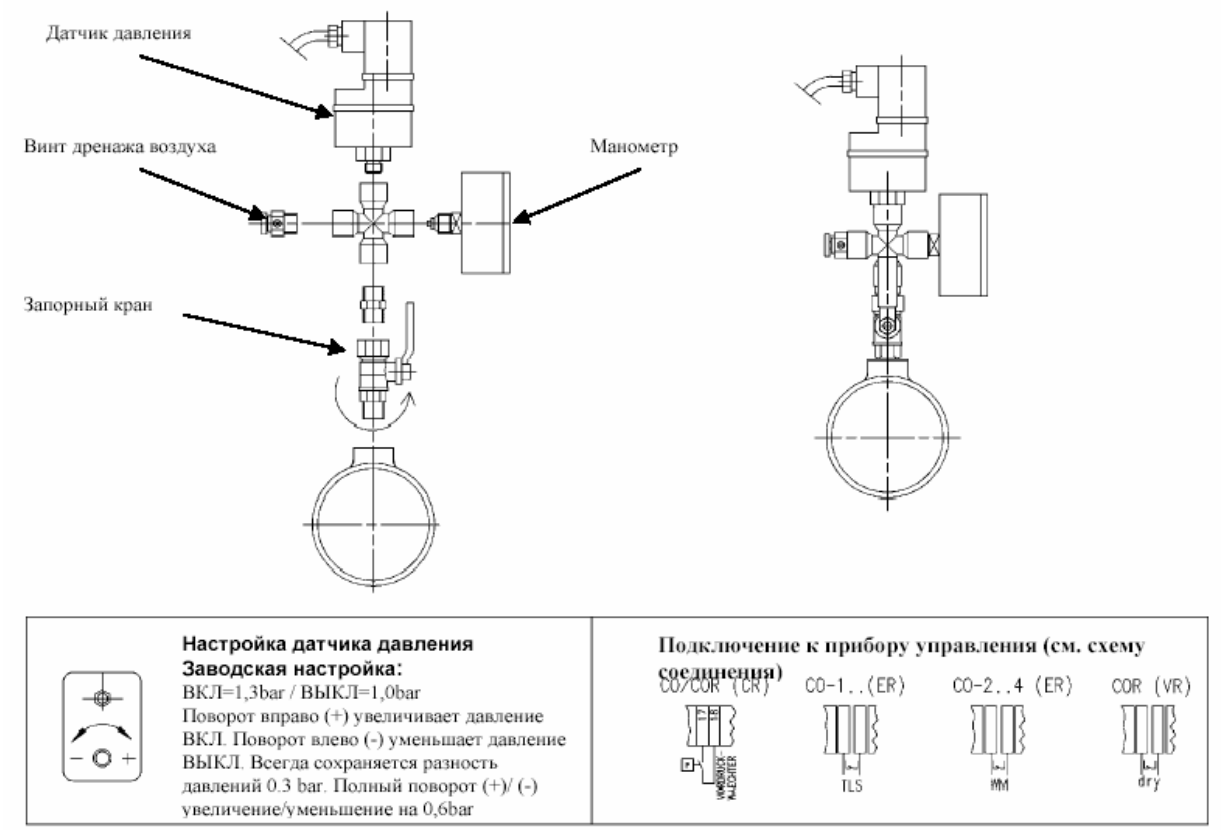

Рисунок 15. Сборочный комплект для датчика защиты от сухого хода (WMS)
В качестве принадлежностей предлагается датчик защиты от сухого хода (WMS) (рис. 15), подключаемый к всасывающему коллектору, контролирующий давление на входе в насос. Датчик защиты от сухого хода (WMS) необходим для контроля давления на входе в насос и настроен на заводе на строго определенные
– Датчик защита от сухого хода (WMS) (рис. 15), при заказе, монтируется на всасывающем коллекторе установки;